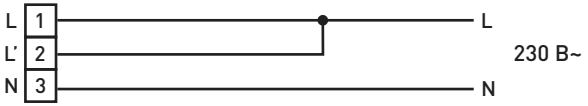

Рис. 3
– присоединить подготовленные концы кабеля к зажимам клеммной колодки, согласно маркировке (рисунок 3)
6.8.3 Монтаж светильника на рабочую поверхность производить при помощи монтажных скоб и крепежа, входящего в комплект поставки (рисунок 3):